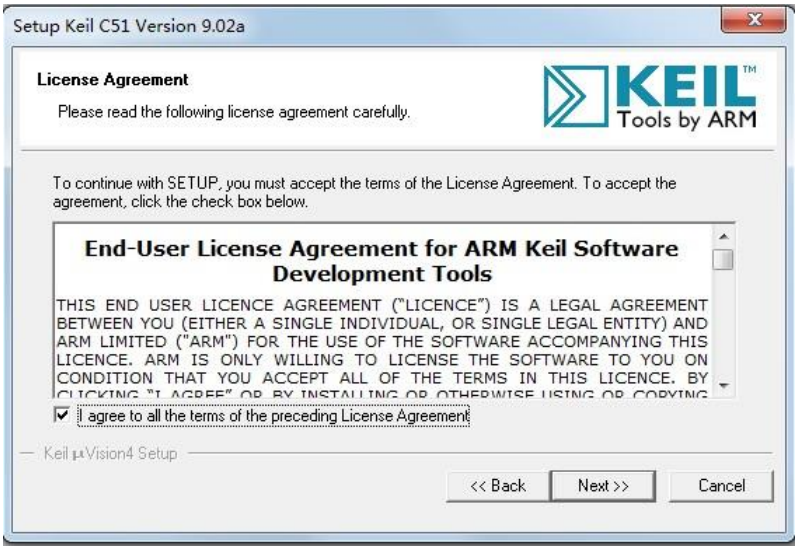

图 1-2 “License Agreement”对话框
2、点击“Next”按钮，弹出“License Agreement”对话框，如图 1-2 所示。这里显示的是安装许可协议，需要在“I agree to all the terms of the preceding License Agreement”打勾。